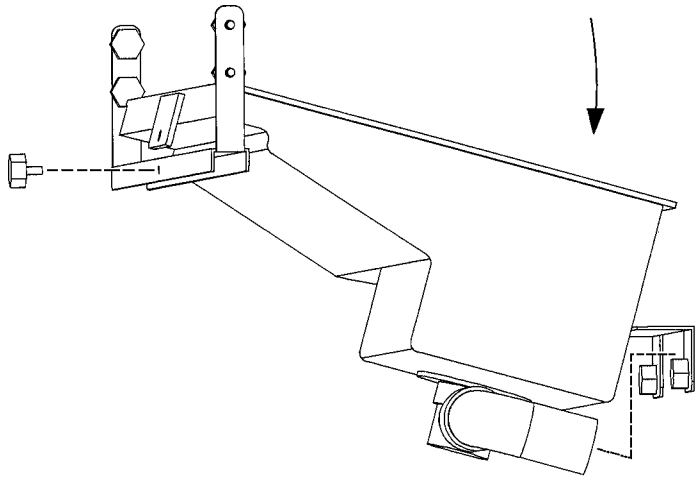

Fig. 3
17) Remove one end of the Tank Drain Hose and remove the Thumbscrew at the front of the Water Tank. Remove the Water Tank by pulling it toward you slightly and lowering it. See Fig. 3.